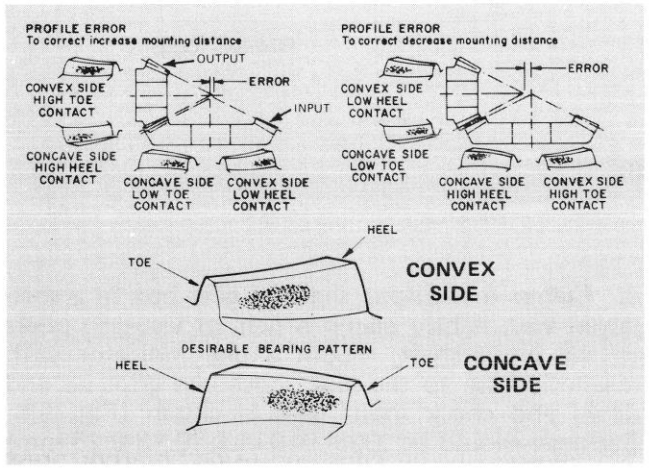

Figure 51
7. Inspect the wear pattern on the gear teeth, compare them to the patterns indicated (Fig. 51). Add or remove shims from output housing to correct any misalignment.